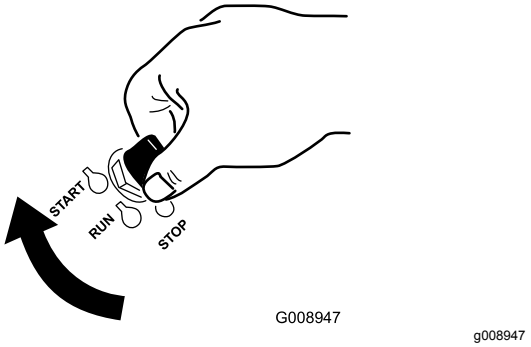

Figura 21
1. Gire la llave de contacto a la posición de ARRANQUE (Figura 21).